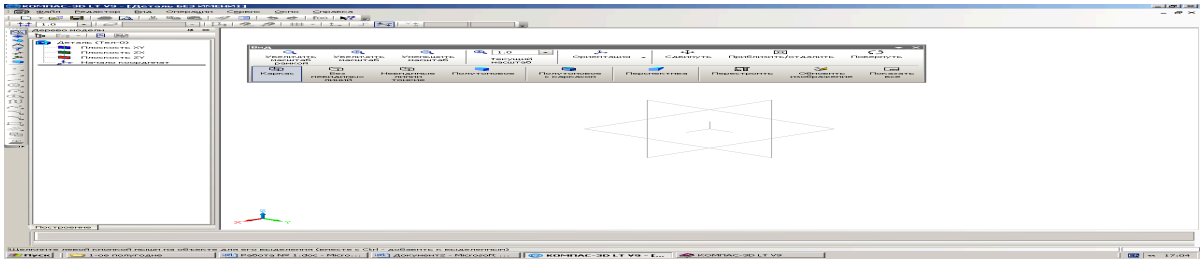

Рис. 1.19. Панель **Вид** с выведенными подписями к кнопкам.
В этом случае панель **Вид** будет выглядеть следующим образом (рис. 1.19).
5.1. Выберите различные способы отображения модели Крышка розетки (**Каркас**, **Без невидимых линий**, **Невидимые линии тонкие**, **Полутоновое**, **Полутоновое с каркасом**, **Перспектива**) с помощью кнопок или команд меню **Вид** (см. рис. 1.19 и **Таблицу 3**). Ответьте на вопрос, какое из отображений дает наилучшее представление о форме детали? Почему?